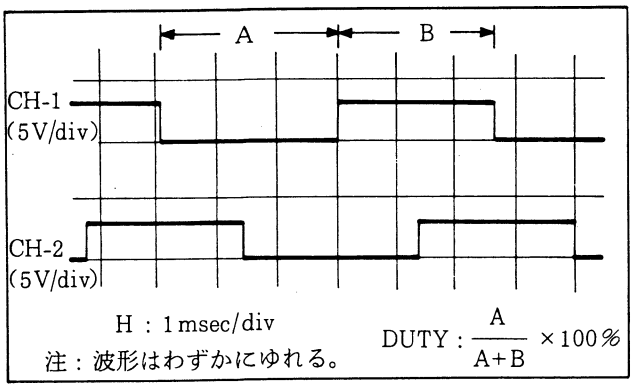

図5-15. FGアンプ直流バイアス調整 (1)
(1) IC506の⑧ピン(TP514)と5V(TP507)をショートさせRV510とRV511でDUTY(AとBの比)を50%に調整する。(図5-15.参照)